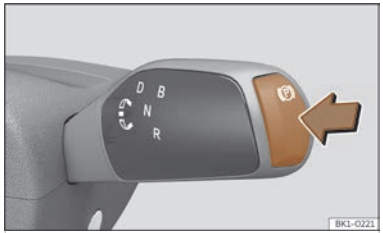

**Fig. 138** On the gear selector: electronic parking brake button.
- While the vehicle is stationary, press the button Ⓟ ››› **Fig. 138**.
- Press the Ⓟ button ››› **Fig. 138**. The electronic parking brake is activated.